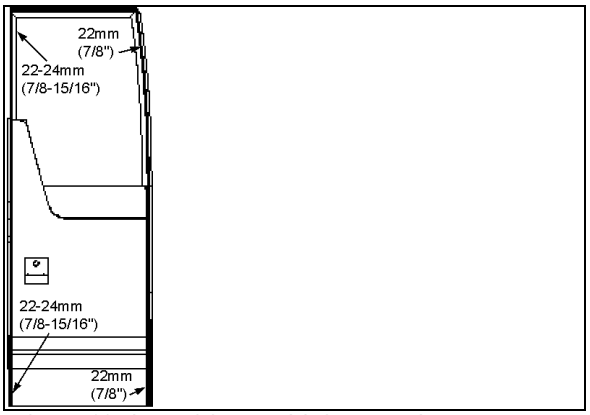

FIGURE 28: SEAL COMPRESSION ADJUSTMENT 18632
2. From the outside of vehicle, insert a straight edge in the gap along the door outside perimeter. Measure the distance between the door frame and the door outside surface at the door four corners (refer to Figure 28).